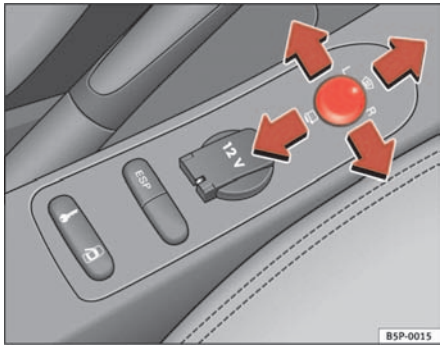

Fig. 89 Exterior mirror control
1. Turn knob ⇒ fig. 89 to position **L** (**left exterior mirror**).
– Turn the knob forwards to the central position ⇒ fig. 89 (1) so that the heated rear view mirrors warm up and the heated windscreen* in the wiper blade rest area is activated ⇒ page 121.
– Turn the control ⇒ fig. 89 to position to fold in the exterior mirrors. You should always fold in the exterior mirrors if you are driving through an automatic car wash. This will help prevent damage.